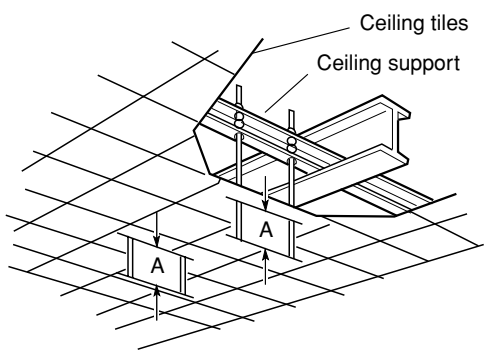

**Fig. 3-39**
b) Use existing ceiling supports or construct a suitable support as shown in Fig. 3-39.